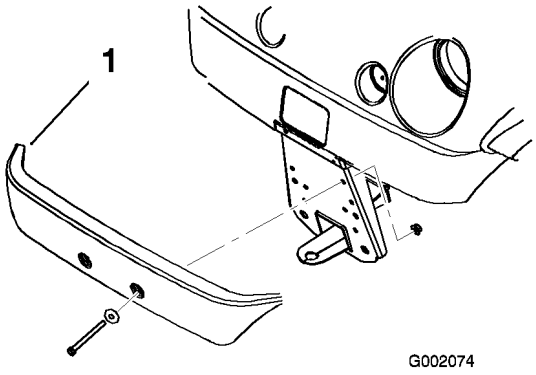

Figur 5
2. Ret monteringshullerne ind på linje, og fastgør kofangeren på stellet med de fastgøringsanordninger, der tidligere blev fjernet (Figur 5).